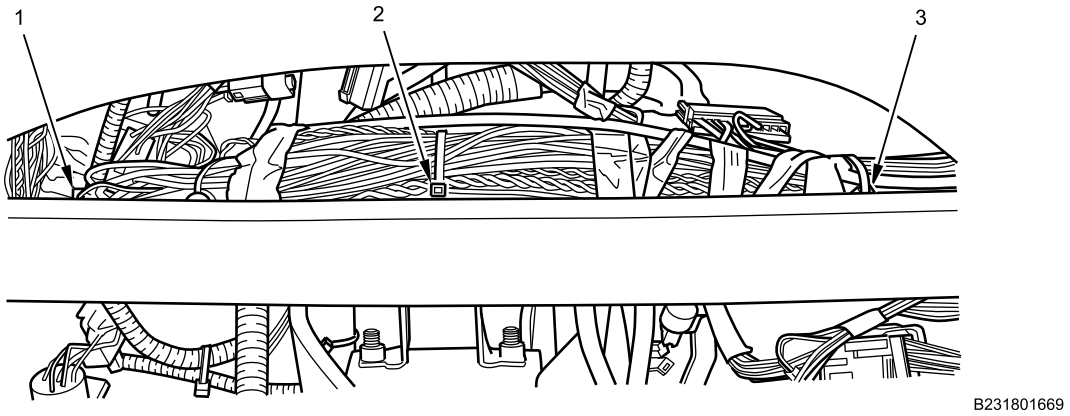

Figure 31. IP Wiring Harness Cable Lock Straps.
26. Install three new wiring harness cable lock straps (Figure 31, Item 1 through 3) on IP wiring harness bundle and IP brace cable lock strap retainers through IP cluster opening.